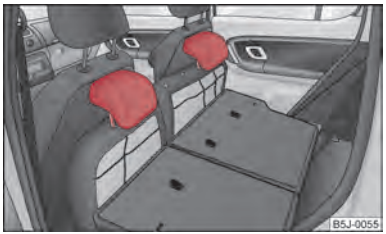

Fig. 42 Sedili posteriori: Innesto poggiatesta nei sedili
– I poggiatesta possono essere innestati nelle rispettive aperture dei sedili ribaltati in avanti ⇒ fig. 42.